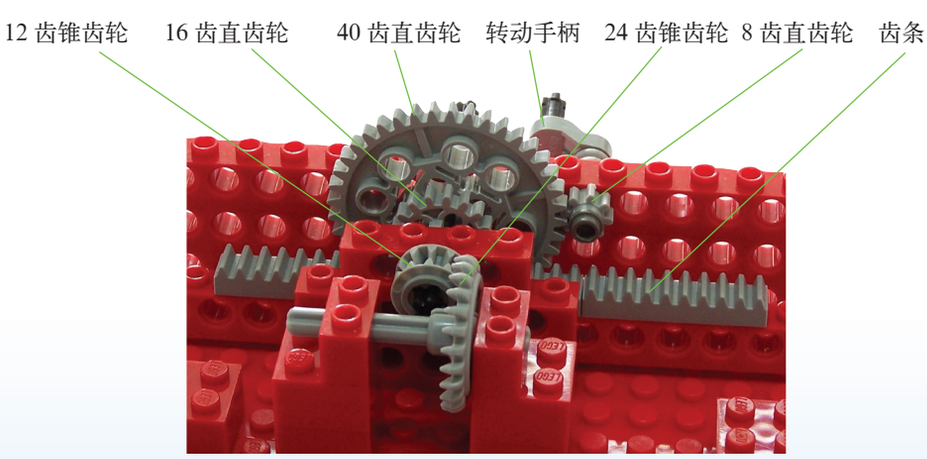

图 4.11　齿轮减速箱
1. 按照图 4.11 所示，用 8 齿、16 齿、40 齿的直齿轮，12 齿、24 齿的圆锥齿轮，齿条、轮轴及各种积木块搭建一套齿轮减速箱。当用手转动手柄时，请指出：该减速箱有几种运动输出？是什么运动输出？输入旋转运动和输出旋转运动的轴心线是什么关系？其传动比是多少？